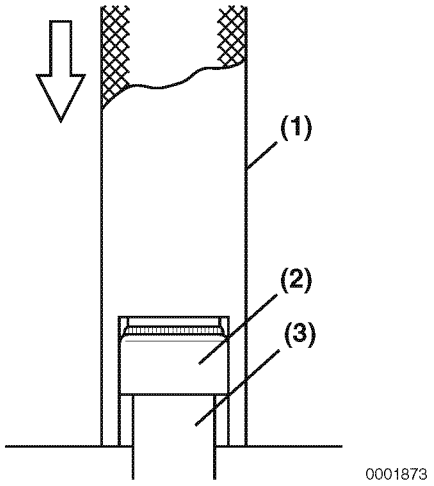

Figure 6-67
*Exhaust valve and intake valve stem seals are different. They can be distinguished based on the paint marks on the outer side of the seal or the color of the seal spring **(Figure 6-67, (4))**. When installing each stem seal, take care to correctly position it.*
1. Oil the lip of the valve stem seal **(Figure 6-67, (2))**. Using the valve stem seal installation tool **(Figure 6-67, (1))**, install a new valve stem seal on each of the valve guides **(Figure 6-67, (3))**.